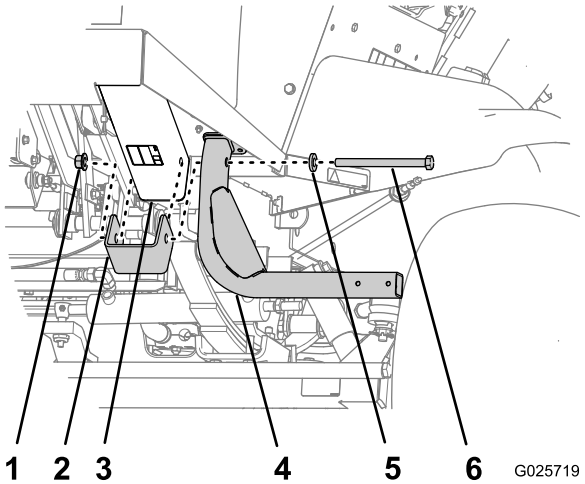

図 2
1. 機体前部、前フレームチューブについている穴に、スペーサブラケットの穴を合わせる図 2。
2. フレームブラケットの穴とスペーサブラケットの穴に、ステップ用マウントの穴を合わせる図 2。
3. ステップ用マウントとスペーサブラケットを、フレームチューブに固定する六角ヘッドボルト1/2 x 6 インチ1本、ロックナット、ワッシャを使用する図 2。